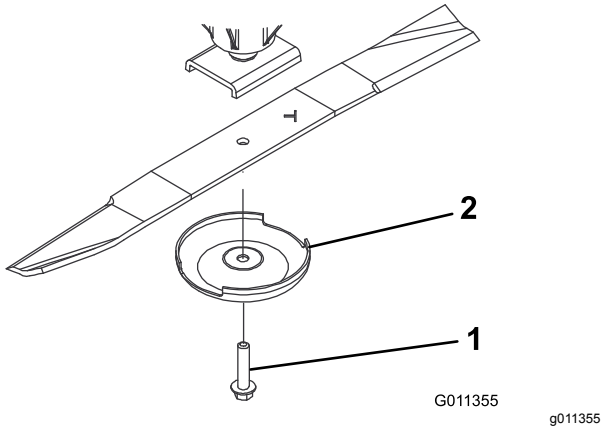

Figuur 124
3. Verwijder de mesbout, de antiscalpeercup en het mes van de as (Figuur 124).